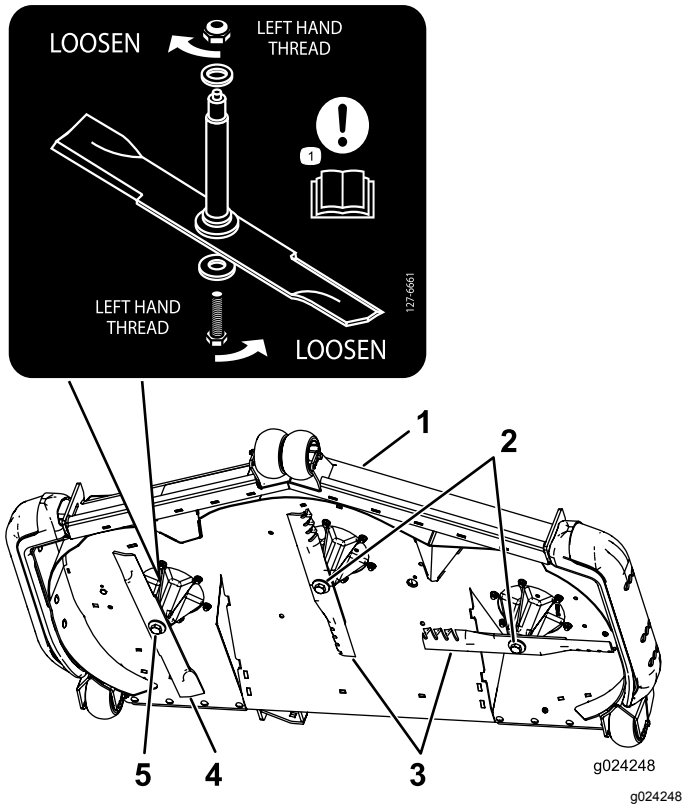

Figur 92
Viktig: **Den høyre kniven på denne klippeenheten roterer i motsatt retning, og bruker en venstregjenget knivbolt. Bruk Figur 92 for riktig plassering av knivene til klippeenheten.**
3. Fjern den høyre knivbolten (venstregjenget bolt), bueskiven og kniven fra spindelakselen (Figur 92).
Merk: Merk deg knivtypen og hvor hver kniv monteres. Se Figur 92 for riktig plassering.